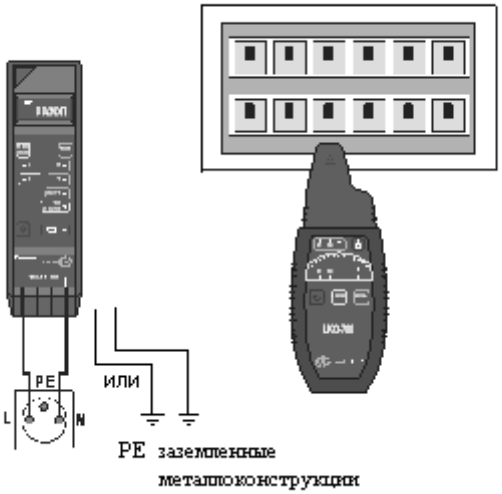

Рис.10 Идентификация предохранителей в щите
- Перемещая головку приемника от предохранителя к предохранителю и пользуясь клавишей 16 ZOOM (пункт 7.1) локализовать нужный предохранитель на основании максимума принимаемого сигнала (Рис.10) .